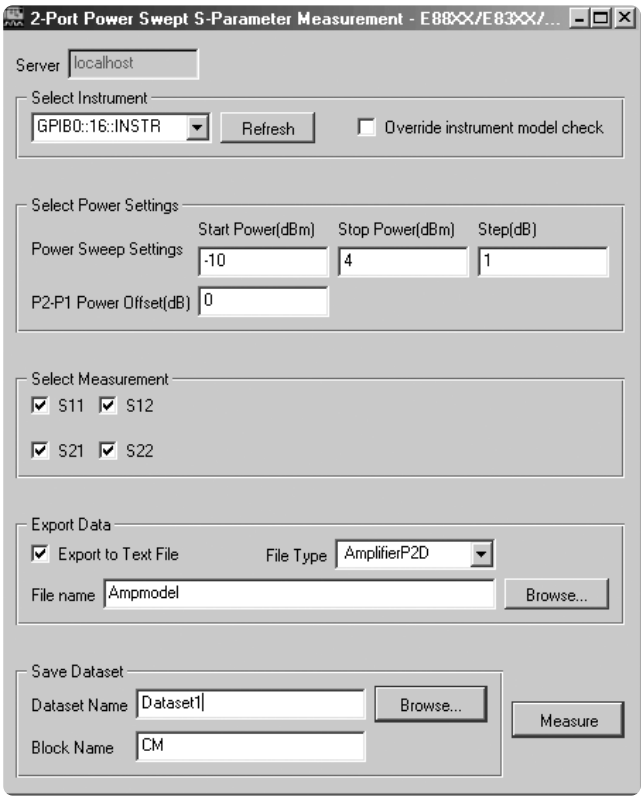

図1. ADS Connection ManagerのPower Swept S-Parameter Measurementパネルでは、単一インタフェースからすべての必要なパラメータを入力できます。
2. 図1に示すConnection Managerの［Power Swept S-Parameter］ダイアログ・ボックスをオープンして、ドロップダウン・メニューから使用するPNAを選択します。